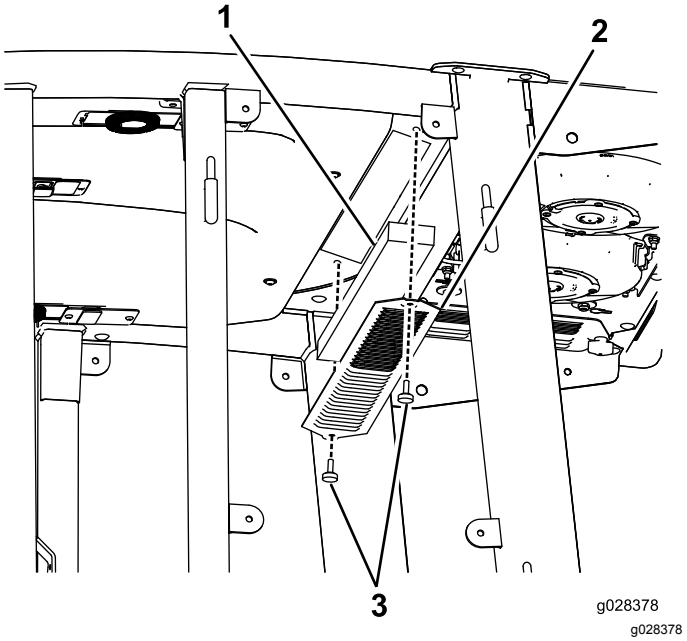
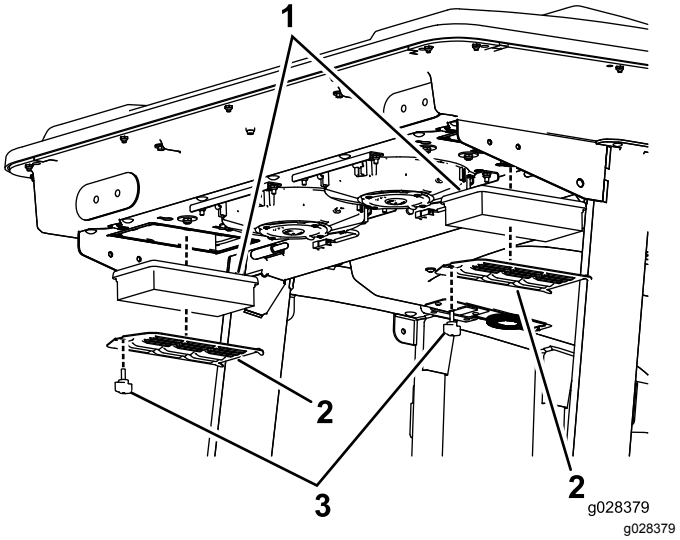
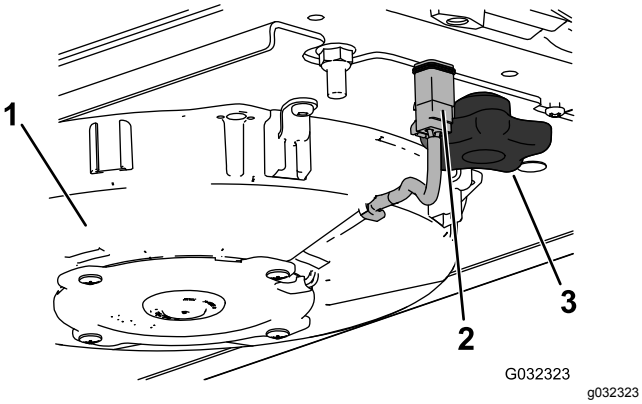
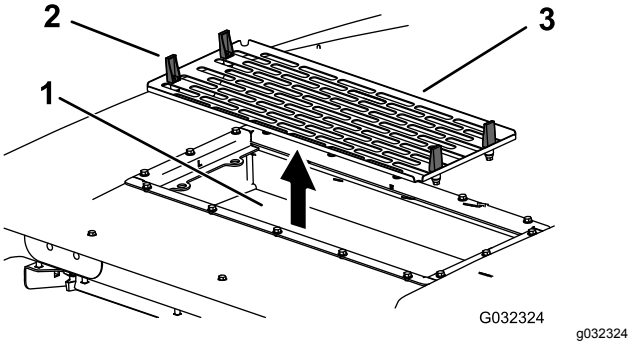

Figur 148
Figur 149
Figur 150
Figur 151
1. Afmonter skruerne og ristene fra luftfiltrene inde i førerhuset og bag førerhuset (Figur 148 og Figur 149).
2. Afmonter ledningen for de enkelte ventilatorer (Figur 150).
4. Åbn de fire låse på airconditionenheden, og fjern filteret (Figur 151).
5. Afmonter luftfiltrene (Figur 149).
7. Monter luftfiltrene, filteret og ventilatorenheden (Figur 149, Figur 150 og Figur 151).
8. Tilslut ledningen for de enkelte ventilatorer (Figur 150).